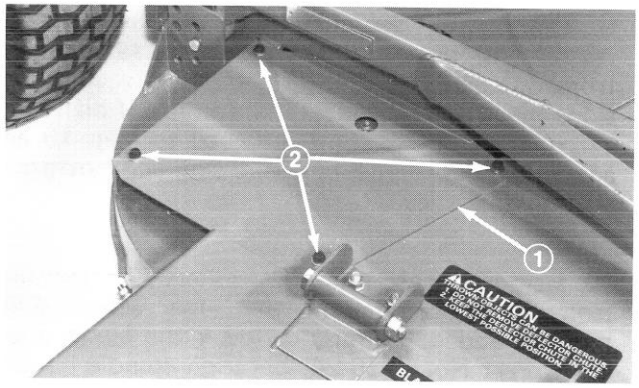

Figure 41
2. Remove capscrews and lockwashers securing right cover to top of cutting unit (Fig. 41). Remove cover from cutting unit.
9. Reinstall right cover with capscrews and lockwashers (Fig. 41).